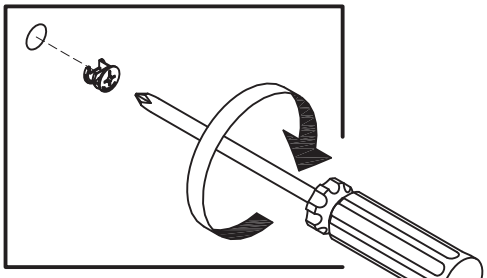

*Figure 2*
Attach Middle Panel (D) to Front Rail (E) and (F), Back Rail (G) and (H) and Back Piece (L) using Cam Locks. (See figure 2)